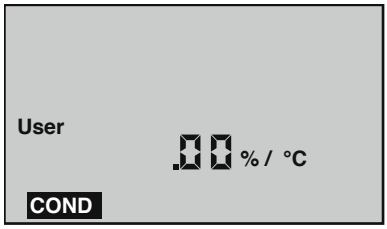

Figure 3
b. With “**User**” selected, press CAL/MCLR. If the display does not show .00%/°C, hold long enough to bring the tempco to .00%/°C (see Figure 3).